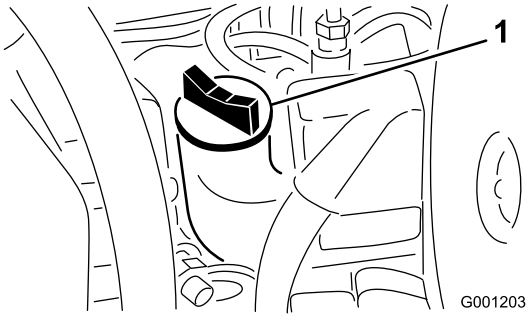

Figuur 22
3. Als het oliepeil beneden de Vol-markering staat, verwijdert u de vuldop (Figuur 22) en vult u bij met olie totdat het oliepeil de Vol-markering op de peilstok bereikt. **Niet te vol vullen.**.